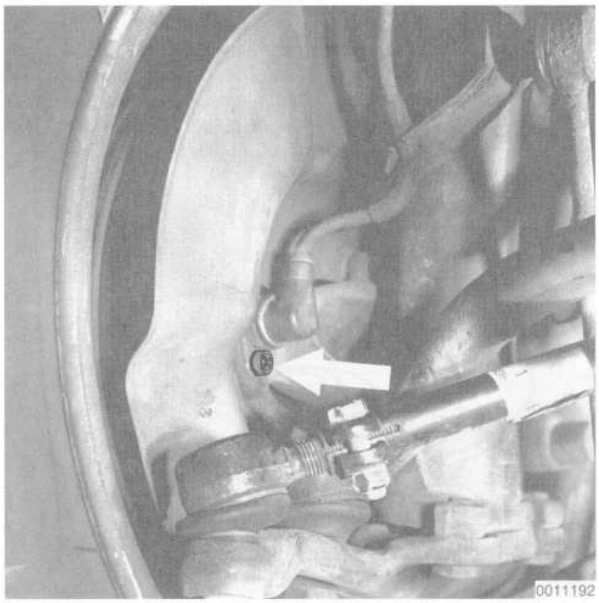

Fig. 3. ABS pulse sensor mounting bolt (**arrow**).
3. Remove the ABS pulse sensor. See Fig. 3.